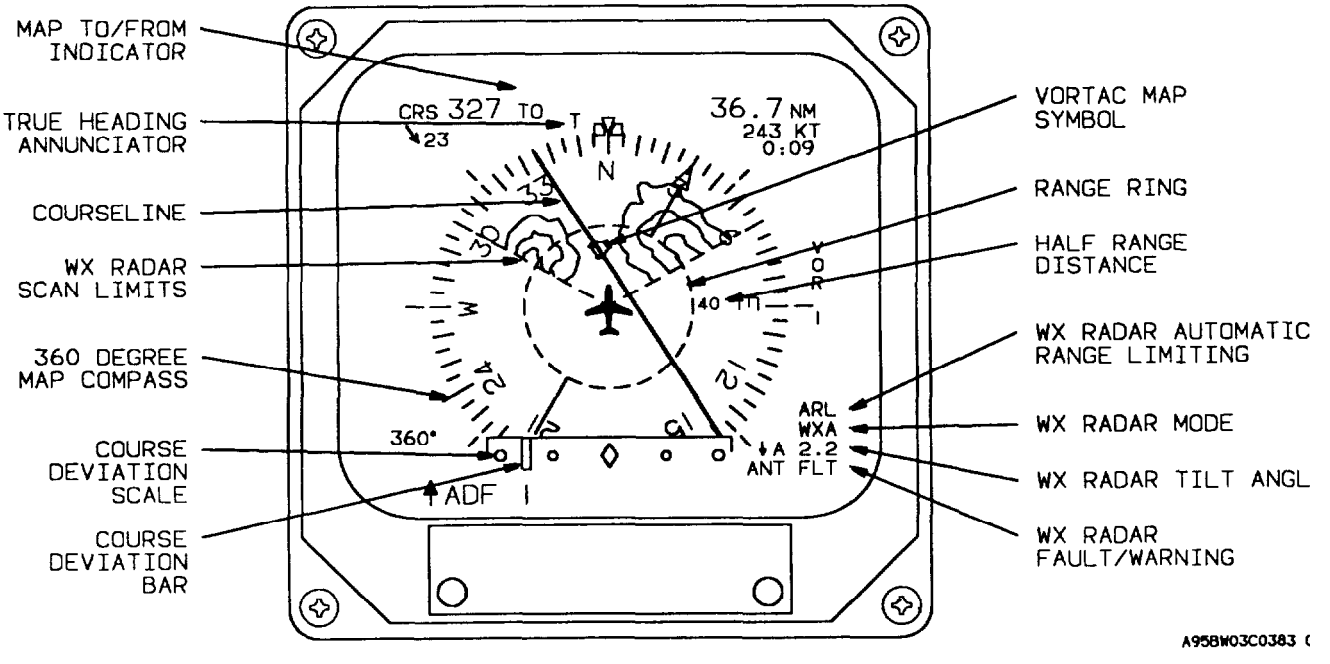

Figure 3-13. EHSI 360° Map Symbol Definitions
(2) Partial compass displays (fig. 3-13).